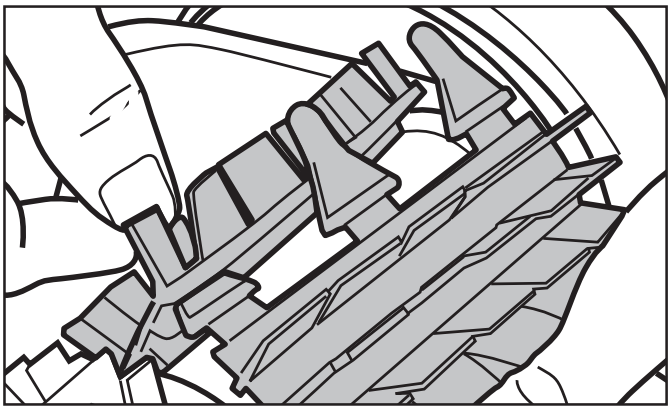

Figure 19. Tirer les onglets à travers chaque fente
4. Enfilez chaque languette dans la fente fournie et introduisez-la délicatement jusqu'à ce que le talon sorte de l'autre côté de la fente (Figure 19).